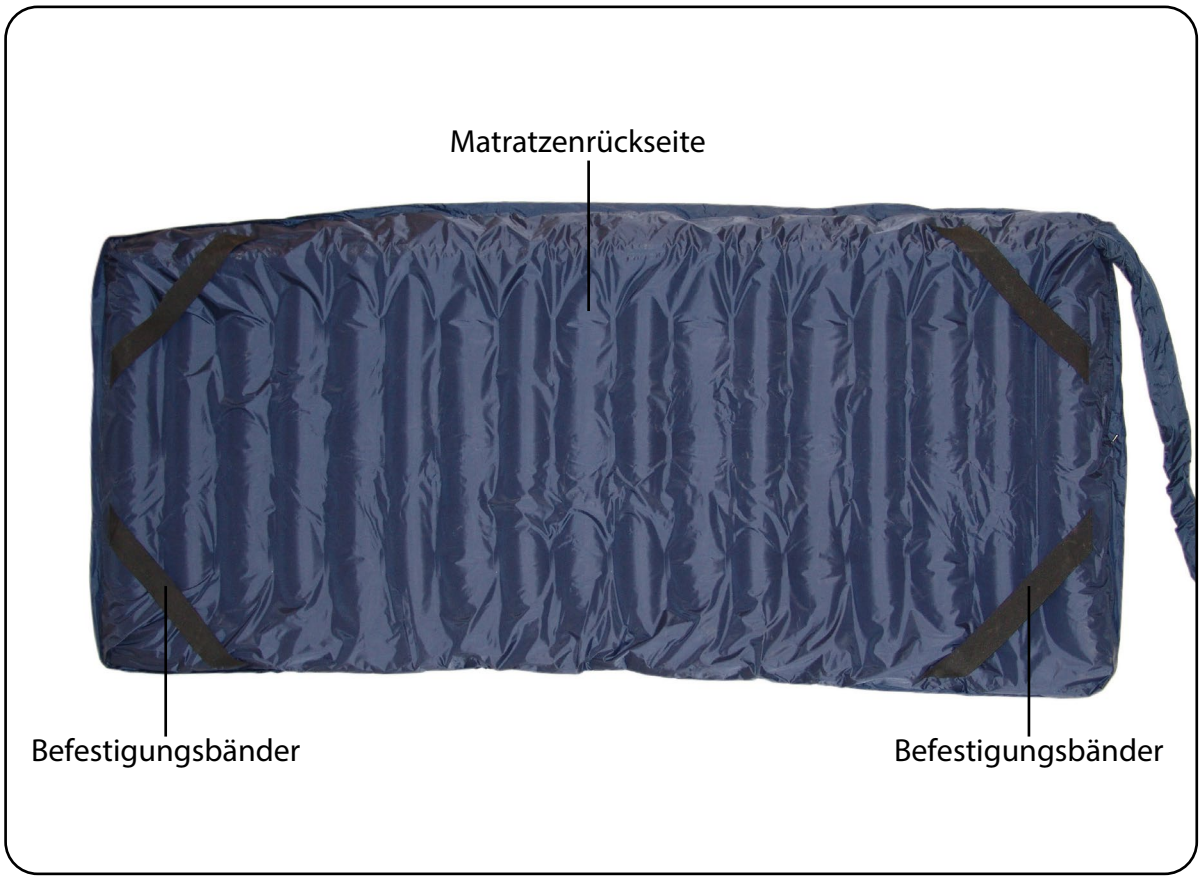

Abb. 5.04 - Wechseldruckmatratze Unterseite
7. Befestigen Sie die Wechseldruckmatratze, indem Sie die vier Befestigungsbänder an der Unterseite der Wechseldruckmatratze (Abb. 5.04) unter die Ecken der Liegefläche des Bettes spannen. Bei Betten mit verstellbarer Liegefläche müssen sich alle Bewegungsfunktionen des Bettes ausführen lassen, ohne die Wechseldruckmatratze zu beschädigen. Die Versorgungsschläuche der Wechseldruckmatratze müssen so platziert werden, dass sie nicht geknickt, gequetscht oder verdreht werden.